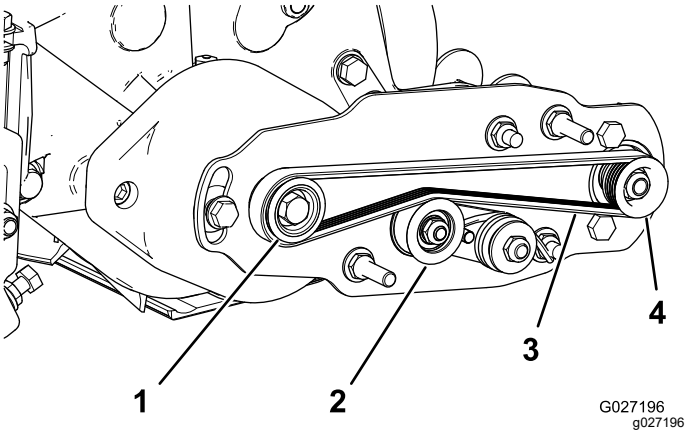

**Рисунок 16**
- Обведите ремень вокруг **ведущего** шкива, а затем проложите по верхней части натяжного шкива (Рисунок 16).